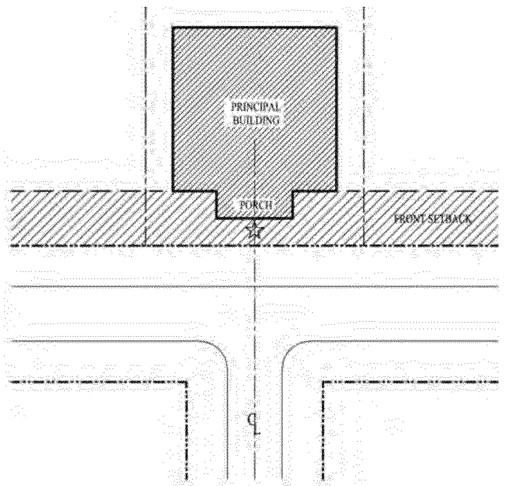

*Figure 11*
- Particular attention shall be paid to buildings situated at the ends of streets or open spaces. See Figure 11. These buildings shall have special articulation and massing, such as bays, porches or stoops, or other unique features; should be placed such that garage doors are oriented away from the view corridor; and may require additional detail or features as required by the Village.